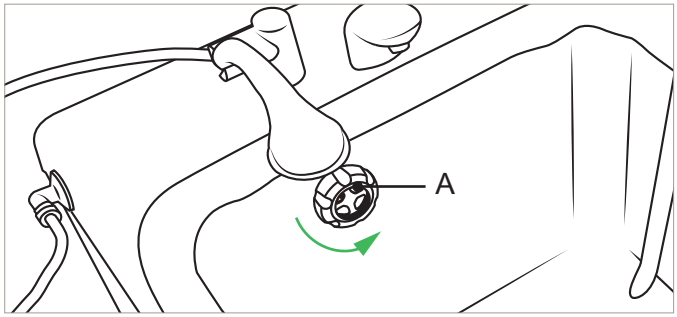

Abbildung 21
3. Der Abflussstopfen wird durch Drehen des Abflussstopfen-Drehknopfs (A) gegen den Uhrzeigersinn geschlossen. Siehe Abbildung 21.